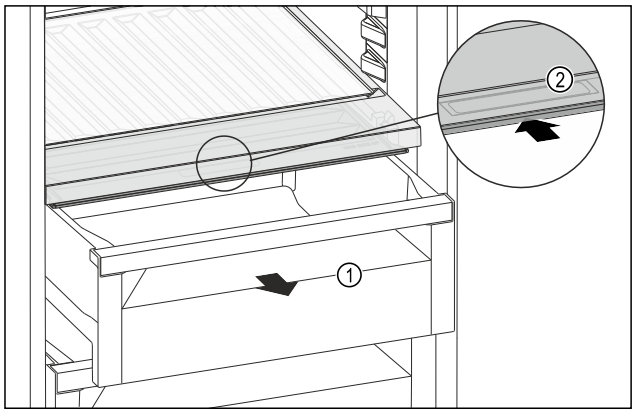

Fig. 194
▶ Extrageți sertarul *Fig. 194 (1)*.
▶ Prindeți mânerul încastrat *Fig. 194 (2)* de la capacul compartimentului și glisați concomitent capacul compartimentului spre partea posterioară.